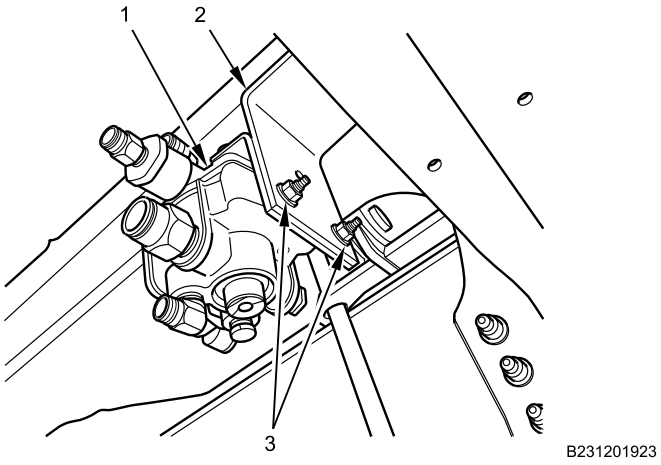

Figure 2. Air Brake Relay Valve Mounting.
2. Remove two nuts (Figure 2, Item 3) and bolts from air brake valve mounting bracket (Figure 2, Item 2).
3. Remove air brake relay valve (Figure 2, Item 1) from air brake valve mounting bracket (Figure 2, Item 2).